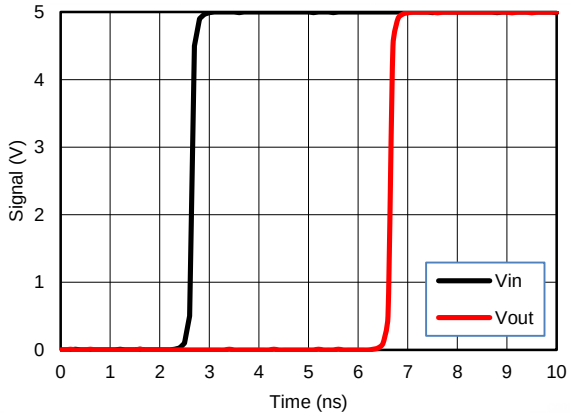

Figure 12. Simulated Input-to-Output Voltage Response Showing Propagation Delay at V_{CC} = 5 V
- Figure 12 illustrates the effects of frequency on output current.